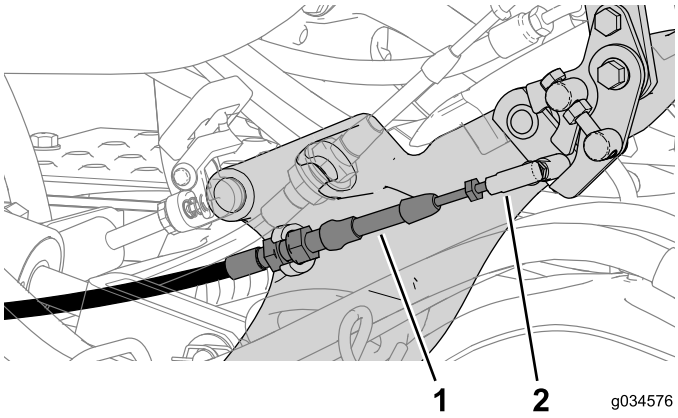

Figuur 24
2. Sluit de kabel van de vergrendelde neutraalstand aan op het schakelpedaal (Figuur 24).